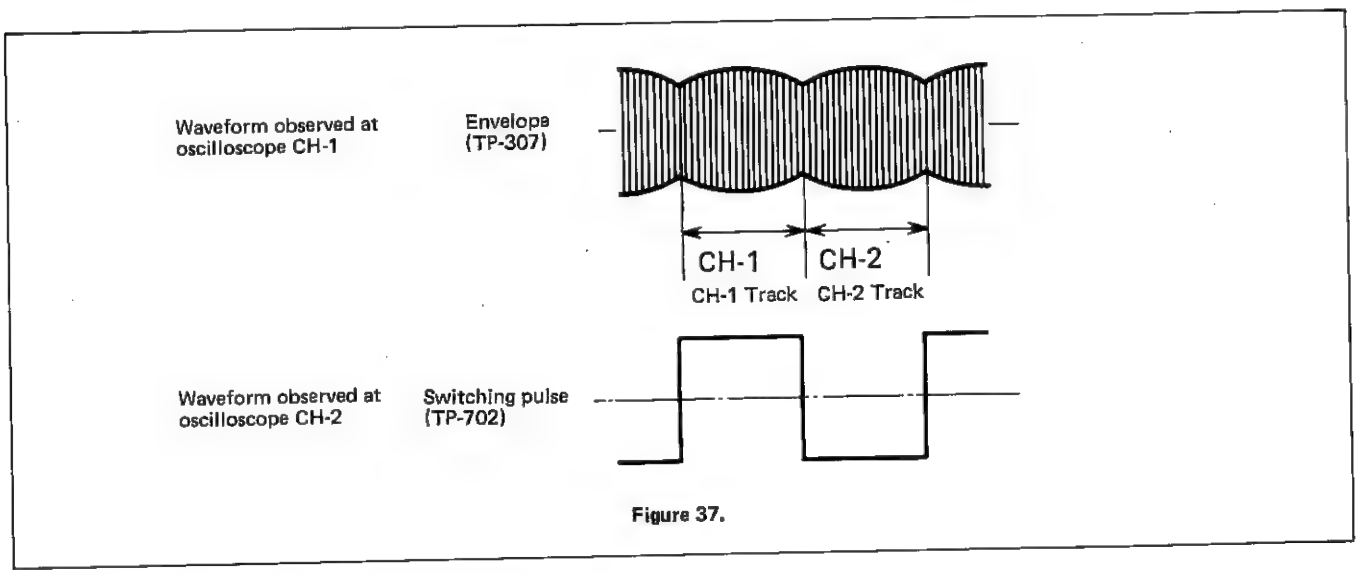

Figure 37.
2. Observe envelope by triggering with switching pulse (see Figure 37).
3. Looking at the envelope, adjust guide roller height so that the tape runs along the drum lead. The envelope waveform will apear as shown in Figure 37 or 38 if the video tape runs above or below the helical lead position.